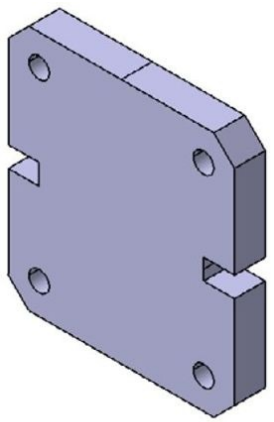
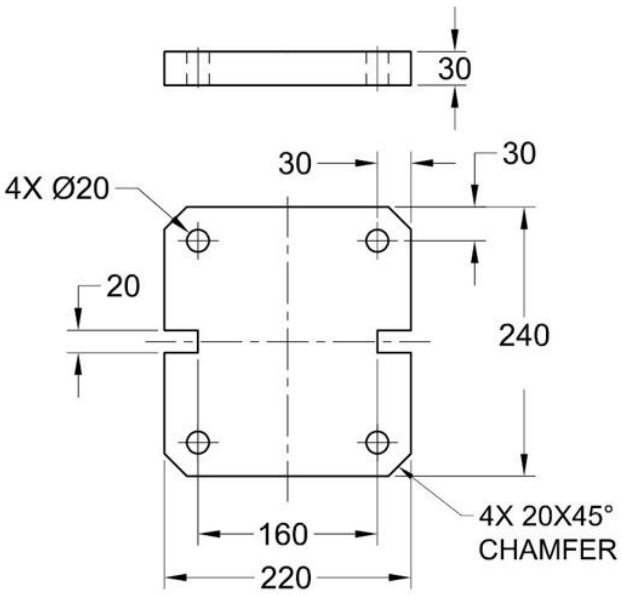

Figure 4-60 *Solid model for Tutorial 2*
Figure 4-61 *Views and dimensions for Tutorial 2*
In this tutorial, you will create the base feature of the model shown in Figure 4-60 by extruding a sketch drawn on the YZ plane. Then, you will apply the Aluminium material to the model and rotate its view in 3D space. The views and dimensions of the model are shown in Figure 4-61. **(Expected time: 30 min)**
As is evident from Figure 4-61, the sketch is symmetric to both the axes. Therefore, you need to draw only quarter of the sketch. After drawing it, mirror the quarter about the horizontal centerline and then mirror the entire sketch about the vertical centerline. You do not need to add extra dimension to the sketch because symmetric constraints are applied automatically maintaining the design intent of the sketch.
10. Apply the horizontal and vertical dimensions to the slot, refer to Figure 4-61